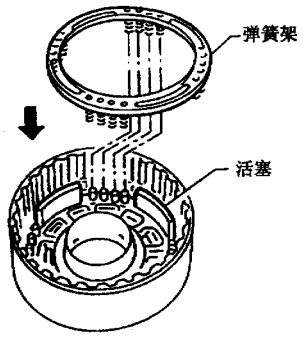

图9－13－80
(4) 如图9－13－81所示，在弹簧架上装上工具，安装卡环，注意工具一定要直接装到回位弹簧上。